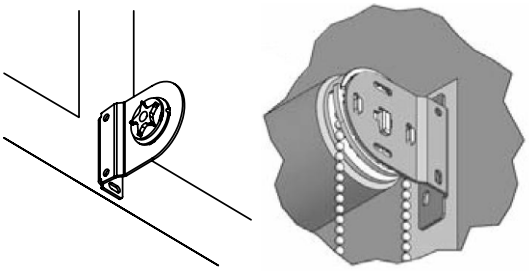

Рис. 13. Установка правого изделия
3. Прикрутить 2 саморезами* (при необходимости использовать дюбели*) каждый кронштейн, начиная с правого (Рис.13).
4. Вставить заглушки со звездой в соединительные кронштейны (Рис. 13).
5. Установить изделие с управлением сначала в соединительный кронштейн, а затем в боковой кронштейн так, чтобы крючок на торце был направлен вертикально вниз (Рис.13).